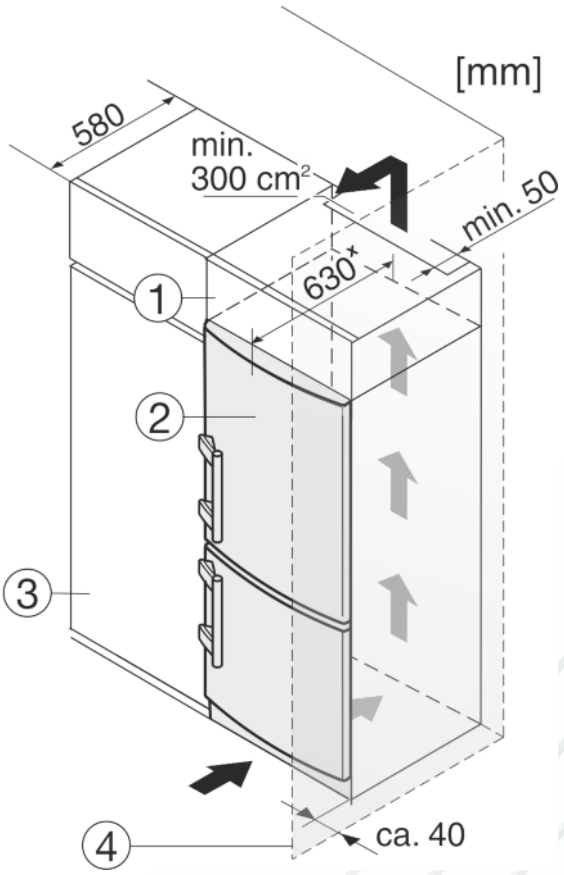

Fig. 8
Устройство может быть окружено предметами кухонной обстановки. Чтобы уравнять устройство *Fig. 8 (2)* по высоте с кухонной стенкой, можно установить над устройством соответствующий дополнительный шкафчик *Fig. 8 (1)*.
При комбинировании с кухонными шкафами (глубина макс. 580 мм) устройство можно установить непосредственно рядом с кухонным шкафом *Fig. 8 (3)*. Устройство выступает сбоку на 34 ммx и по центру на 50 ммx относительно передней стенки кухонного шкафа.
Если устройство установлено на шарнирах у стены *Fig. 8 (4)*, то расстояние между устройством и стеной должно быть не менее 40 мм. Настолько выступает ручка при открытой дверце.